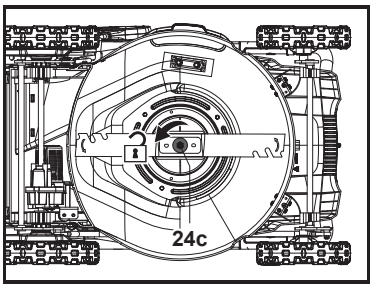

Fig. 21
1. Mantenga la parte inferior y la cuchilla (24) limpias y libres de suciedad. Retire los recortes del canal de descarga trasero (23).
3. Mantenga la cuchilla (24) afilada para garantizar un buen rendimiento de corte. Sustituya una cuchilla desgastada o dañada por una nueva del mismo tipo o pida a un especialista cualificado que la afile.
4. Afloje el perno de montaje (24c) girándolo hacia la izquierda con una llave de impacto eléctrica adecuada (vaso de 13 mm) (Fig. 21) y retírelo junto con la arandela plana (24b) y la cuchilla (24).